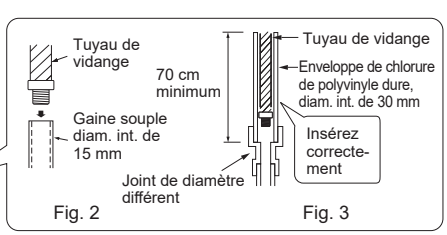
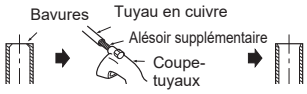

Fig. 2 Fig. 3
Fig. 3
- Si le tuyau de vidange fourni avec l'unité interne est trop court, connectez-le au tuyau de vidange (J) se trouvant dans le local d'installation. (Fig. 2)
- Utilisez du ruban adhésif ou autre pour sceller la connexion entre le flexible de vidange du produit et la rallonge du tuyau de vidange (16 mm de diamètre interne) (J).
- Lors du raccordement du tuyau de vidange à l'enveloppe de chlorure de polyvinyle dure, veillez à l'insérer correctement dans l'enveloppe. (Fig. 3)
2) Ebarbez parfaitement la partie tronçonnée du tuyau. (Fig. 3)